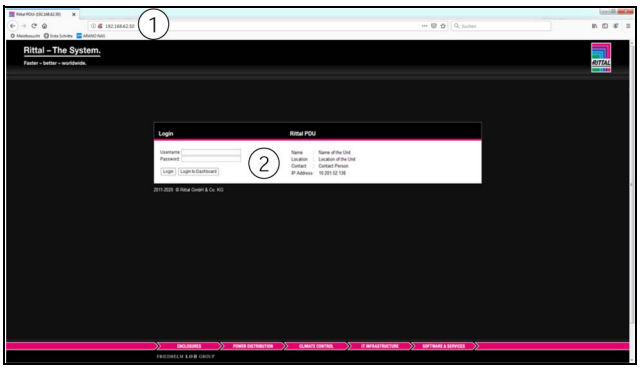

Fig. 34: Login dialogue for login on the device
- Enter in the browser the PDU network address determined previously. In the example, http://10.201.52.138 (see fig. 34, item 1). The login dialogue for login on the device is displayed.
- Log in with the username **admin** and the password **admin** (fig. 34, item 2).